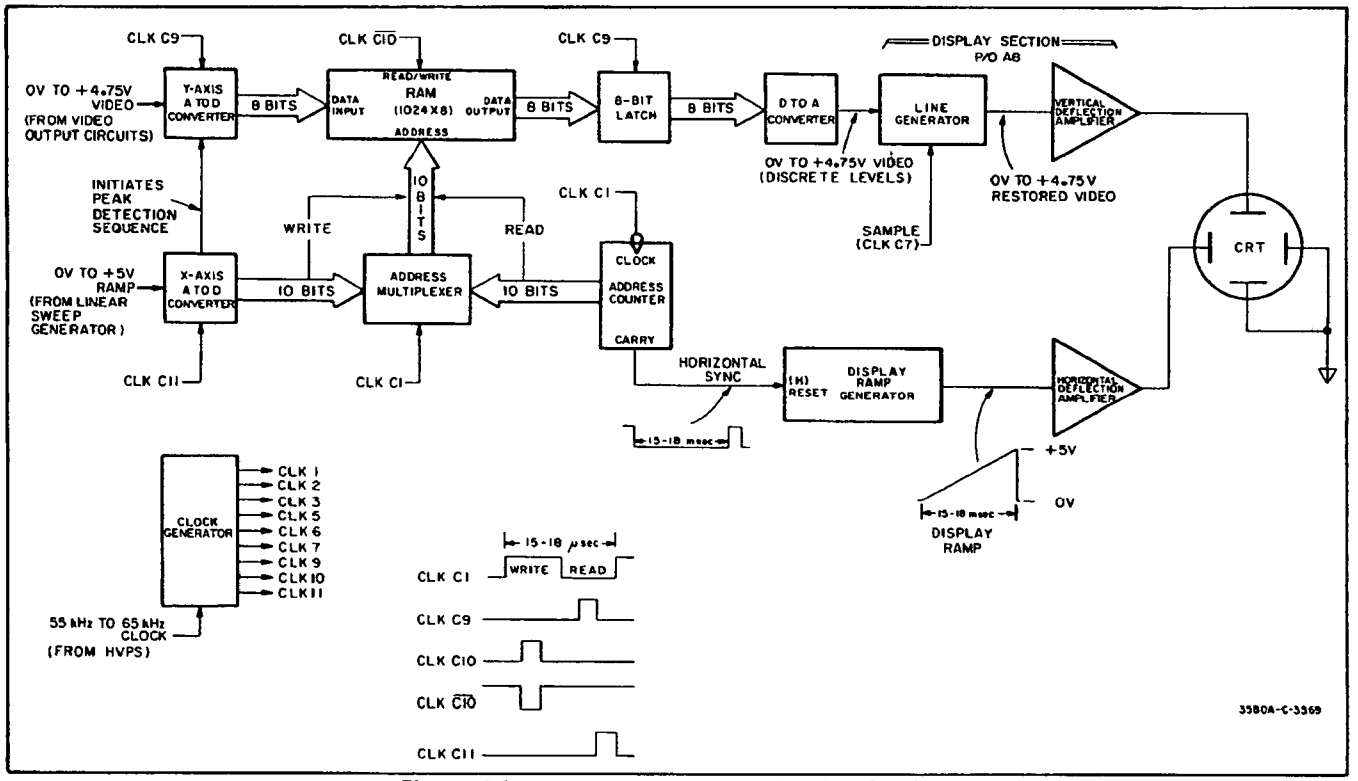

**Figure 4-21. Digital Storage and Display Sections.**
**4-133. The Overall System.** During each frequency sweep, the memory contents must be updated by the frequency ramp while the trace currently in memory is being displayed. Since the read and write operations cannot be performed simultaneously, the Address lines of the RAM are rapidly switched between the X-Axis A to D Converter and the Address Counter. Figure 4-21 is a block diagram showing the overall system. Two elements not previously described are the Clock Generator and the Address Multiplexer.